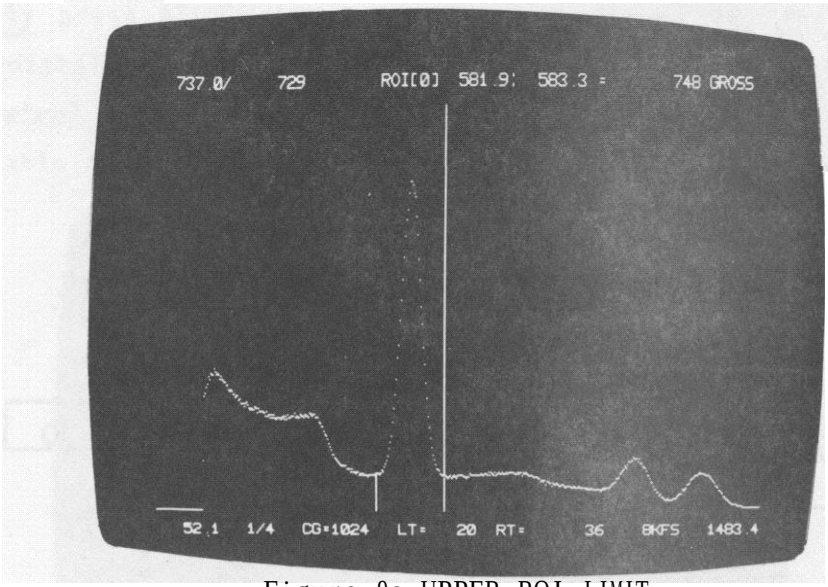

Figure 9c UPPER ROI LIMIT
e) Move the cursor to the desired upper ROI limit. As shown in Figure 9c, this is usually one of the channels where the right side of the peak merges with the baseline;